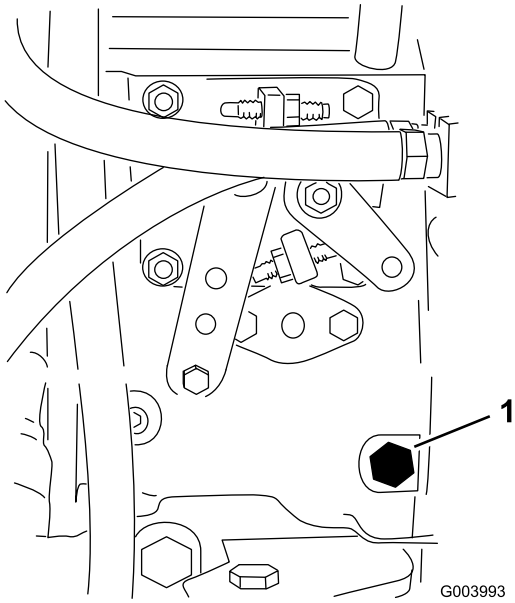

Figur 33
3. Öppna avluftarskruven på insprutningspumpen (Figur 33) med en 12 mm nyckel.